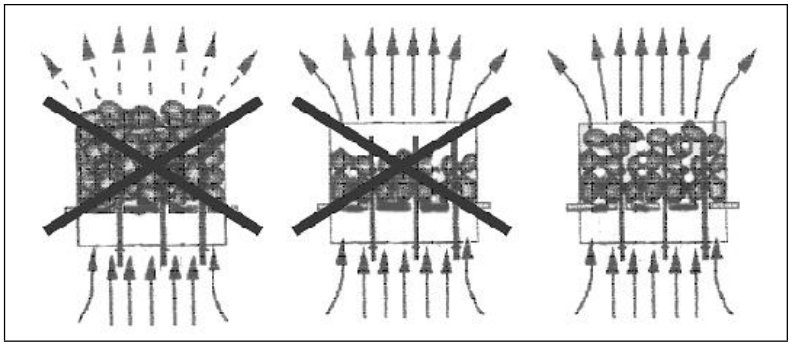

Figure 6: (PILING OF THE SAUNA STONE)
- **The stones should not be placed too tightly or too loosely. The stones should averagely cover the heater element. (See figure 6).**